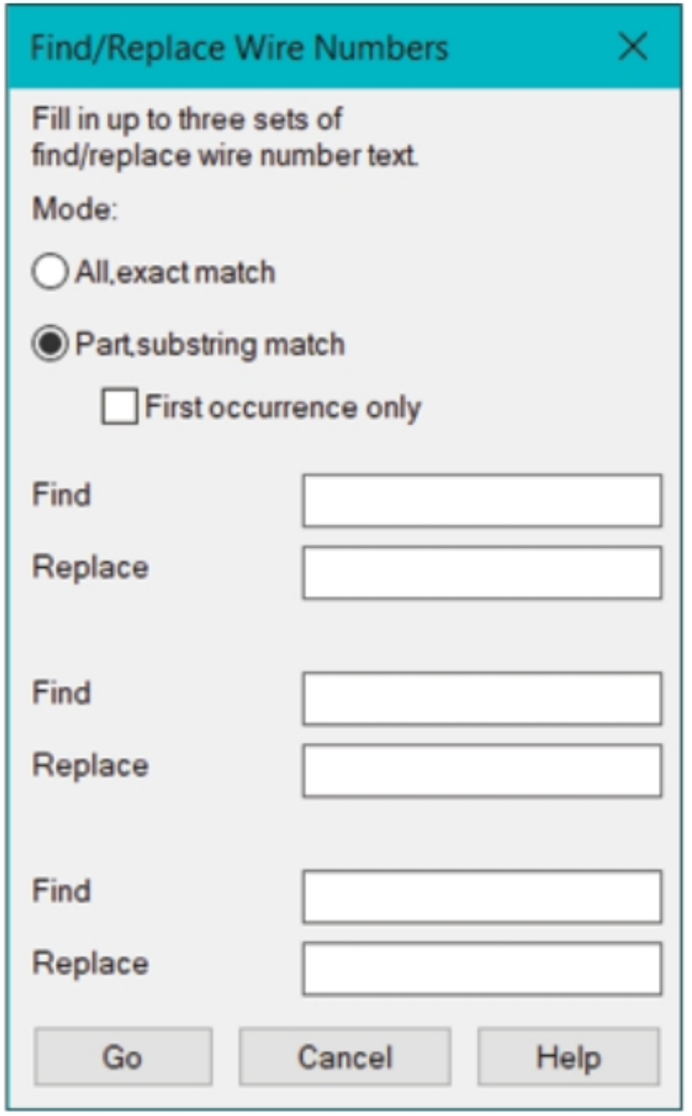

Figure-68. Find or Replace Wire Numbers dialog box
- Click on the **Find/Replace** tool from the drop-down. The **Find/Replace Wire Numbers** dialog box will be displayed; refer to Figure-68.